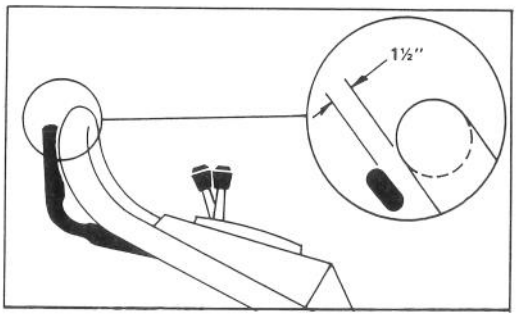

Figure 15
3. Lift control bar until some resistance is felt. Control bar should be 1½" from handle when properly adjusted (Fig. 15).